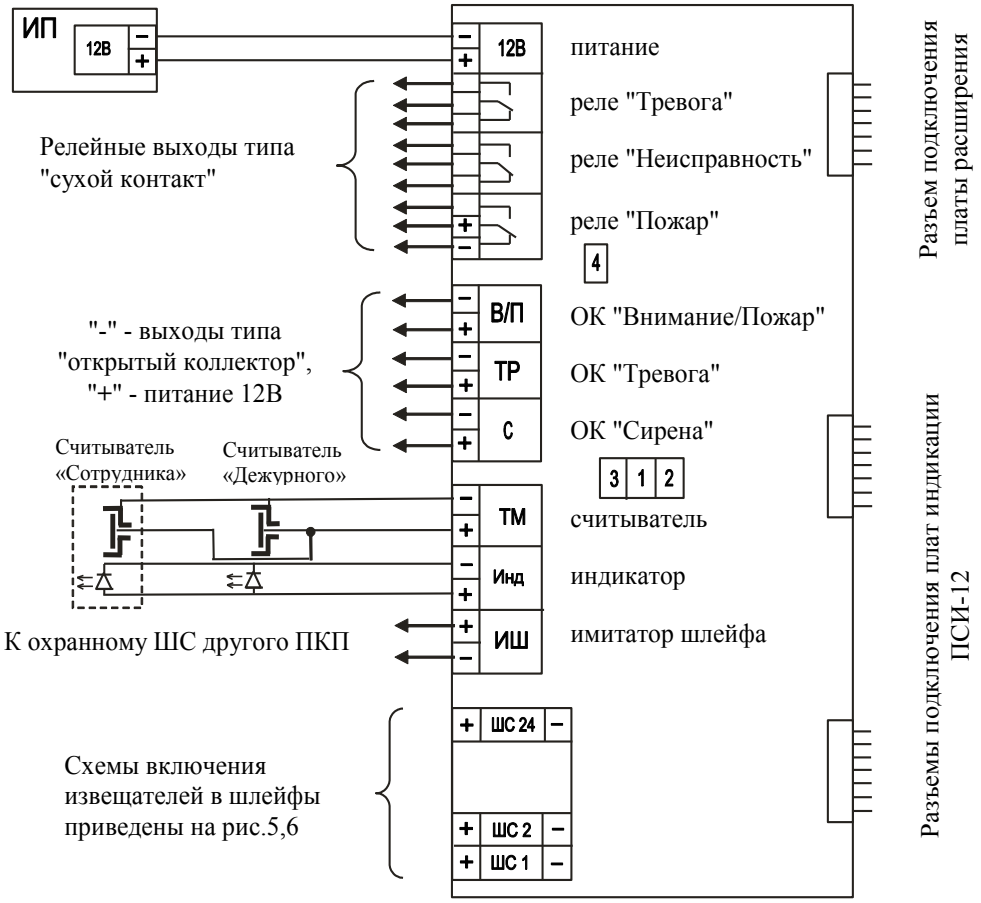

Рис.3. Схема электрическая подключения ПКП. Назначение перемычек 1-4 описано в п.5.1.6.
5.1.3. Количество охранных ШС может составлять 0,6,12,24, остальные - пожарные. Соотношение пожарных и охранных ШС устанавливается перемычками в соответствии с таблицей 2 и рис.3. Охранным ШС соответствуют младшие номера шлейфов, пожарным ШС - старшие.
5.1.5. На центральной плате (рис.3) расположены клеммы:
5.1.6. На центральной плате рис.3 расположены перемычки (джамперы):
ВНИМАНИЕ! При отсутствии шлейфа управления реле "Пожар" необходимо установить джампер отключения контроля ШУ (джампер №4 на рис.3) - см. п.5.1.6.